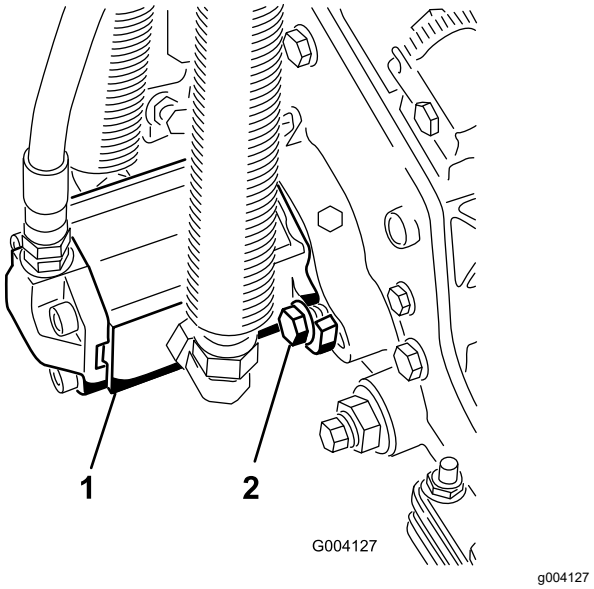

**Рисунок 20**
17. Установите двигатель, повернув его по часовой стрелке так, чтобы фланцы двигателя не закрывали болты (Рисунок 20).